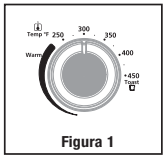

Figura 1
1. **Perilla de control de temperatura -** Ajusta el termostato a la temperatura deseada. (Ver la Figura 1)